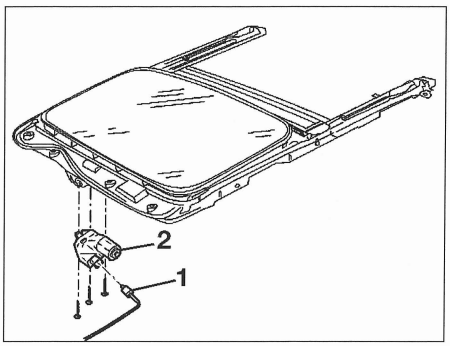

FIG. 81
• Sacar el conector (1) del motor (2) **(fig. 81)**.